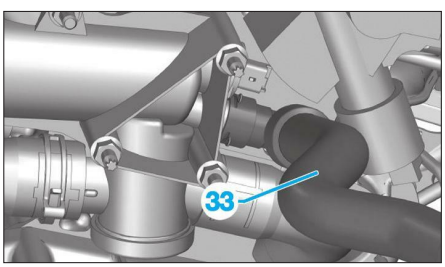

**Fig. 75**
• Dégrafer la durit (33) **(Fig.75)** du boîtier de sortie d'eau.